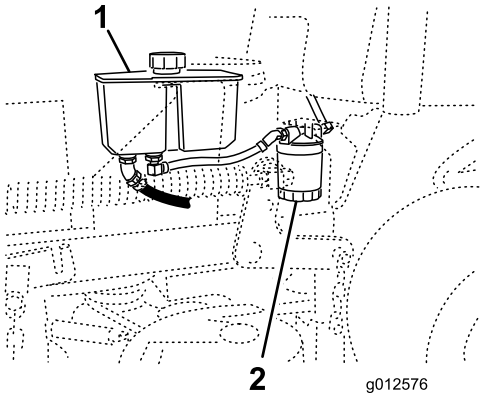

Figuur 76
3. Plaats een opvangbak onder het filter (Figuur 76).